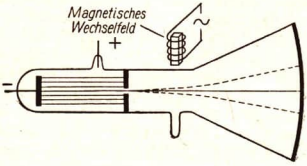

Abb. 30/2. Braunsche Röhre
6. Die Braunsche Röhre. a) Der Aufbau der Röhre in der ursprünglichen Form. Nachdem die Katodenstrahlen durch *Julius Plücker* im Jahre 1858 entdeckt waren, beschäftigten sich die Forscher lange Zeit hindurch mit diesen eigenartigen Strahlen. Man erkannte, daß es sehr schnelle Elektronen sind. Heute betrachten wir Sendungen auf dem Bildschirm des Fernsehgerätes und lernen im Unterrichtstag in der sozialistischen Produktion Meßinstrumente kennen, bei denen ein Katodenstrahl Meßwerte auf dem Bildschirm einer Katodenstrahlröhre abbildet. Der Weg von der Entdeckung der Katodenstrahlen bis zu ihrer heutigen Anwendung war lang und mühevoll. Er führt über den Physiker *Ferdinand Braun*. Im Jahre 1897 hat er der nach ihm benannten *Braunschen Röhre* die in Abbildung 30/2 dargestellte Form gegeben.